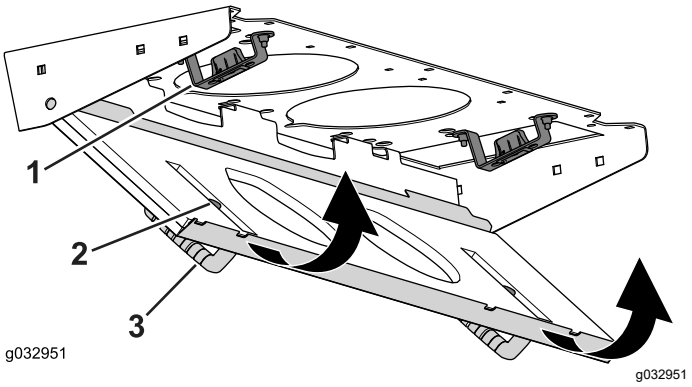

Рисунок 84
4. Поверните сетчатый фильтр вокруг монтажных лепестков так, чтобы защелка зафиксировалась в креплении защелки в сборе (Рисунок 84).